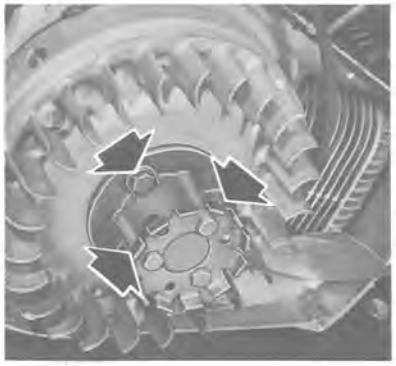

Figure 6-5
b. Remove three screws attaching ratchet and ratchet mount to flywheel (see Figure 6-5). Remove ratchet mount.